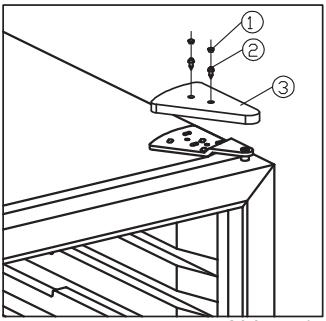

Abb. 5.1
- Retirez les couvercles de vis et dévissez le couvercle décoratif. Voir fig. 5.1